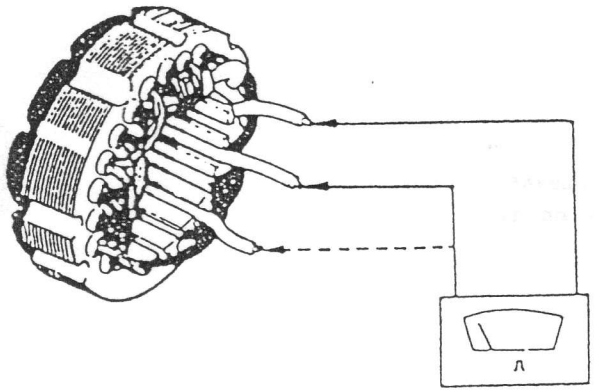

Fig. 10.48
1.- Conecte un ohmetro entre dos de las tres conexiones del devanado del estator. (Fig. 10.48)